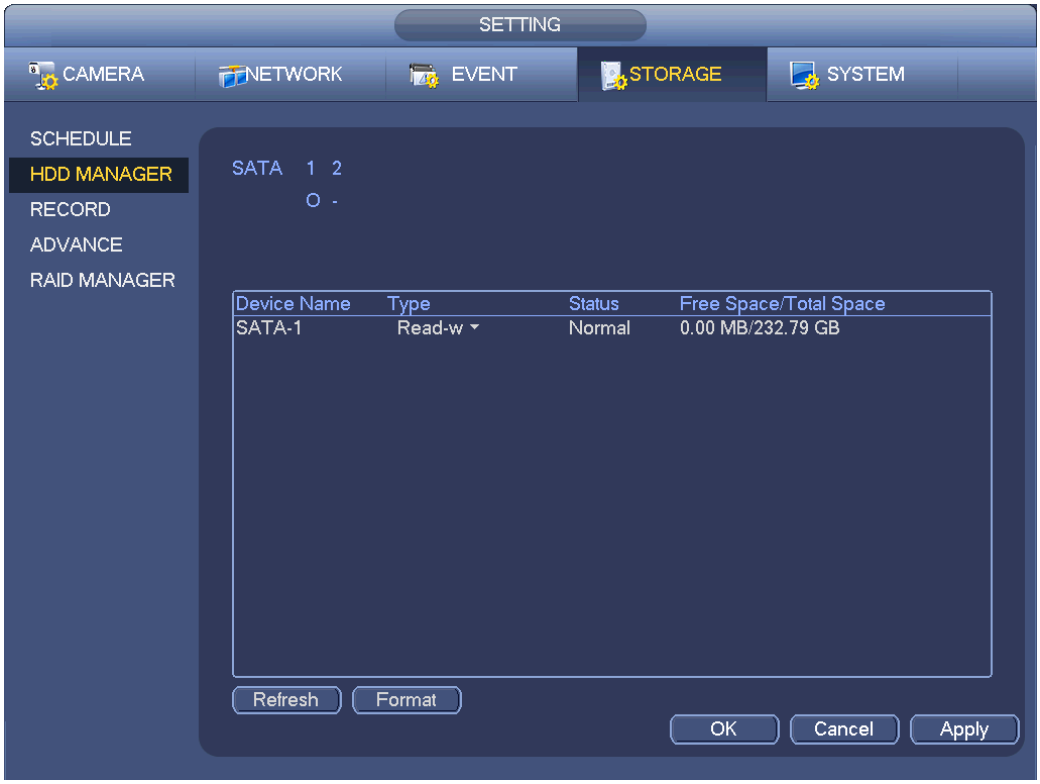

Figure 4-149
a) From Mani-menu->Setting->Storage->HDD Manager, you can go to HDD management interface. See Figure 4-149.